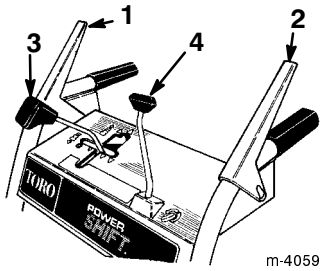

Figure 12
- **Auger/Impeller Drive Control Lever** (Fig. 12)—To engage both the auger and impeller, press the lever against the right handgrip. To disengage, release the lever.
- **Traction Control Lever** (Fig. 12)—To engage the traction (wheel drive), press the lever against left handgrip. To stop traction, release the lever.
- **Speed Shift Control** (Fig. 12)—The control has a neutral position, four forward speeds, and two reverse speeds. It also controls the power shifting of the wheels. To select a speed, move the shift control to the desired position.
- **Discharge Chute Control** (Fig. 12)—Rotate the discharge chute control clockwise to move the discharge chute to the right and counterclockwise to move the chute to the left.
1. Move the speed shift control to the N (neutral) position and the throttle (Fig. 12) to the Fast position.
1. Release the traction and auger/impeller control levers (Fig. 12).